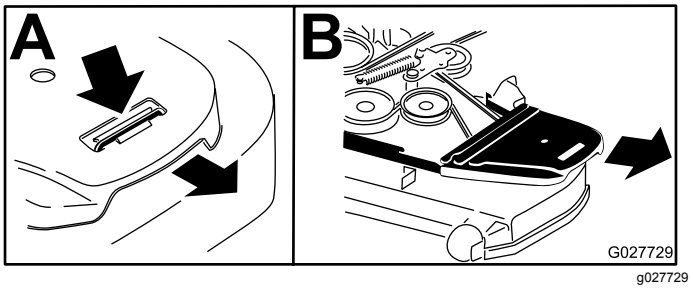

**Figur 83**
6. Ta bort remkåporna (Figur 83).